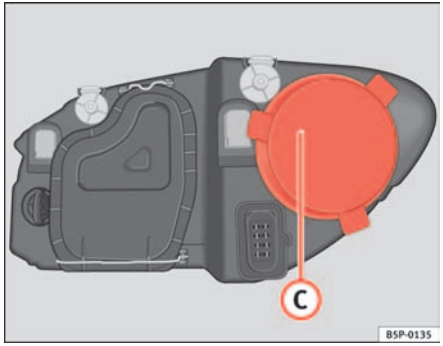

Fig. 182 Main beam headlights
– Remove the cover ⇒ fig. 182 (C) by pulling on this.